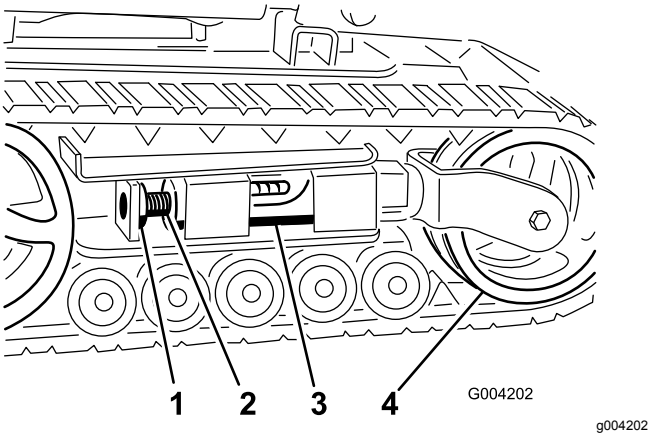
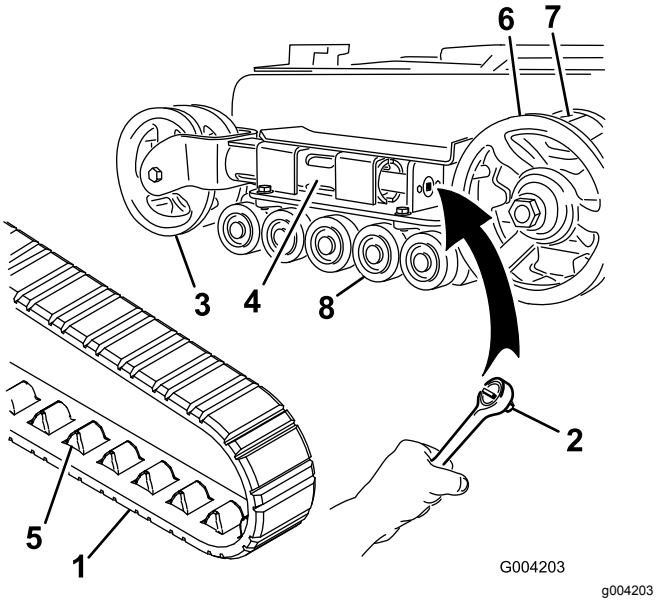
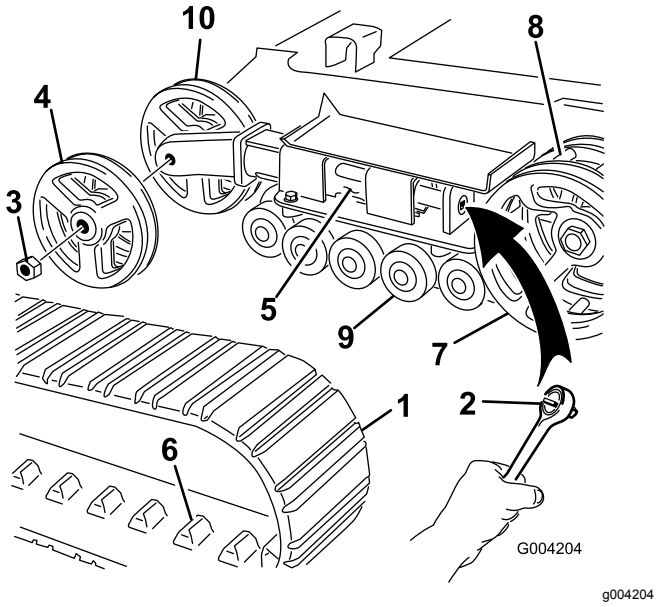

**Figur 45**
**Figur 46**
**Figur 47**
4. Ta bort låsbulten och muttern (Figur 45).
6. Rikta in den närmaste skåran i spännskruven med låsbultens hål, och säkra skruven med låsbult och mutter (Figur 45).
**Obs:** Du har smala larvband om de främre spännhjulen sitter inuti en klyka i änden på spännröret (Figur 46).
5. Använd en ½-tums hylsnyckel och lossa drivspänningen genom att vrida spännskruven medsols (Figur 45 och Figur 46).
6. Tryck spännhjulet mot bakre delen av enheten för att flytta spännröret mot ramen (Figur 46).
8. När larvbandet har avlägsnats från spännhjulet ska du ta loss det från drivhjulet och väghjulen (Figur 46).
9. Börja vid drevet och dra det nya larvbandet runt det. Kontrollera att spåren på larvbandet passar in mellan kuggarna på drevet (Figur 46).
10. Tryck in larvbandet under och mellan väghjulen (Figur 46).
**Obs:** Du har breda larvband om de främre spännhjulen sitter på sidorna av spännrörets ände (Figur 47).
5. Använd en ½-tums hylsnyckel och lossa drivspänningen genom att vrida spännskruven medsols (Figur 45 och Figur 47).
6. Tryck spännhjulet mot bakre delen av enheten för att flytta spännröret mot ramen (Figur 47).
7. Ta bort muttern som håller fast det yttre spännhjulet, och ta därefter bort hjulet (Figur 47).
8. Ta bort larvbandet (Figur 47).
9. Ta bort muttern som håller fast det inre spännhjulet, och ta därefter bort hjulet (Figur 47).
13. Montera det inre spännhjulet och fäst det med den mutter som avlägsnades tidigare (Figur 47).
15. Montera det nya larvbandet, och kontrollera att tapparna på bandet passar in mellan kuggarna mitt i drevet (Figur 47).
16. Montera det yttre spännhjulet och fäst det med den mutter som avlägsnades tidigare (Figur 47).
6. Sätt den infettade väghjulshatten över bulthuvudet (Figur 46).
7. Fäst väghjulshatten med låsringen (Figur 46).